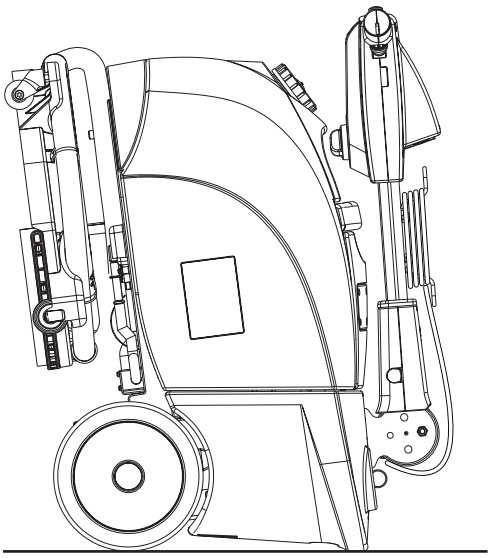

**Figure 4**
2. Open the cover (4) and disconnect the battery connector (7).
4. To safeguard the brush or squeegee blades, bend the handlebar (2) forward and park the machine as shown in figure 4.